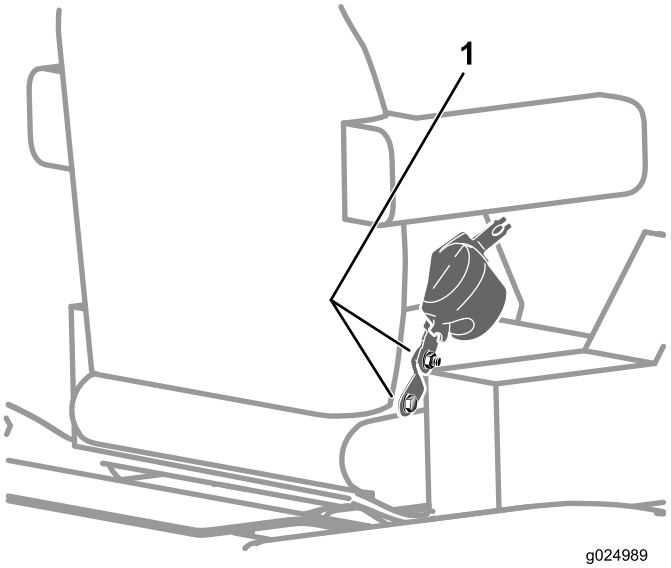

Bild 113
2. Prüfen Sie, ob die Schrauben und Muttern, mit denen der Sicherheitsgurtrückzug und das -schloss am Sitz befestigt sind, mit 47-61 N·m angezogen sind, siehe Bild 113.